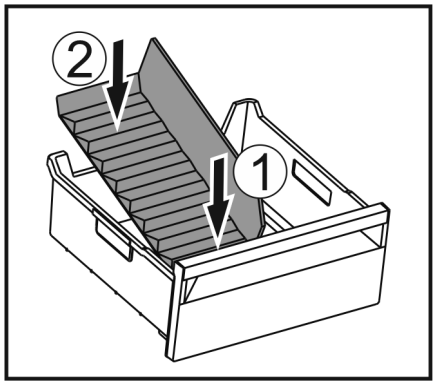

*Fig. 49*
▶ Put in the divider at the front at first *Fig. 49 (1)*.
▶ Lower the rear part *Fig. 49 (2)*.